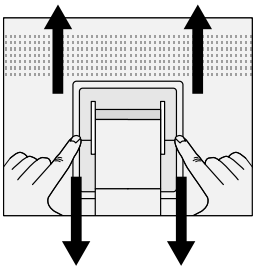

Figura S.2
4. Con il dito indice premere la zona contrassegnata con „▼" e contemporaneamente far scivolare la copertura inferiore del supporto. (**Figura S.2**).